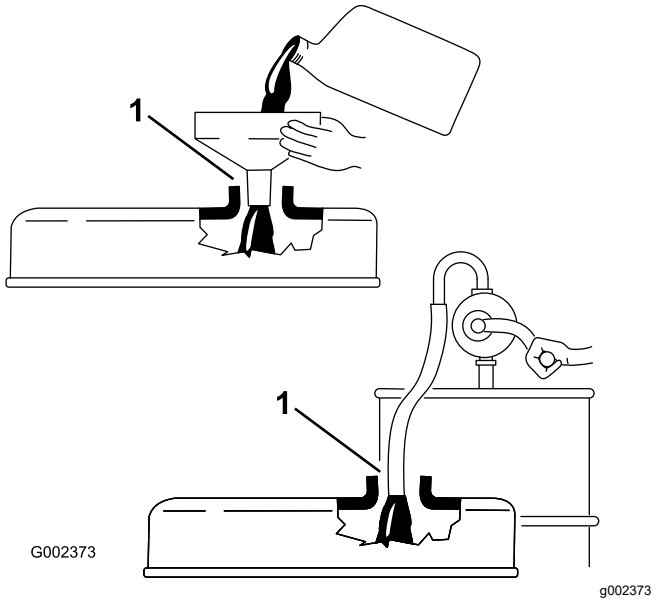

**Rysunek 29**
***Ważne:*** **Przed nalewaniem oleju do silnika należy wyjąć wskaźnik poziomu. Podczas uzupełniania oleju silnikowego lub napełniania skrzyni korbowej olejem pomiędzy urządzeniem napełniającym olej a otworem wlewowym w pokrywie zaworu *musi występować* wolna przestrzeń, jak pokazano na Rysunek 29. Ta wolna przestrzeń jest konieczna do usuwania powietrza podczas nalewania, co uniemożliwia przelanie się oleju do odpowietrznika.**